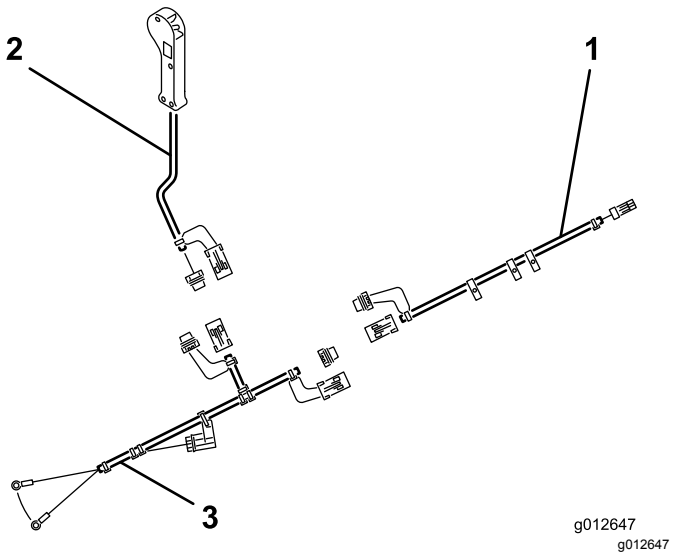

**Figur 7**
1. Tilslut stikket i topdresserens ledningsnet til det elektriske stik på maskinens solenoidventil (Figur 7).